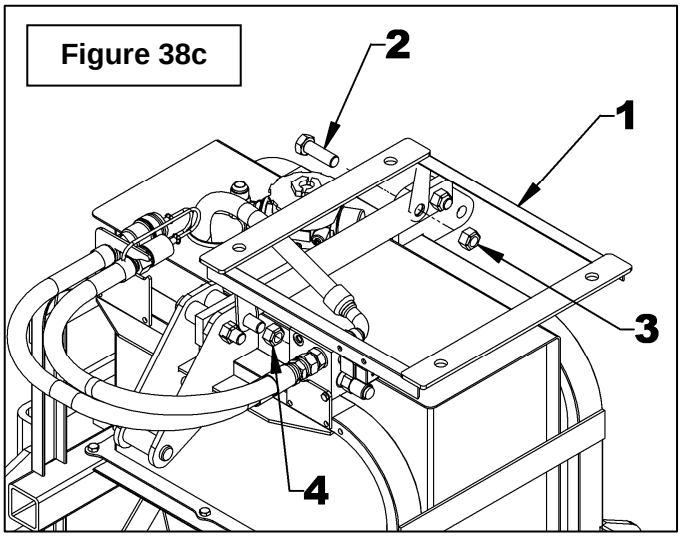

Figure 38c
3. **Figure 38c:** Install the oil cooler support (item 1) with a 3/4" NC x 2" lg bolt (item 2) and the 3/4" stover nut (item 3) removed previously. Reinstall the 3/4" NC stover nut (item 4) previously removed on the 3/4" NC x 4 1/2" lg bolt.